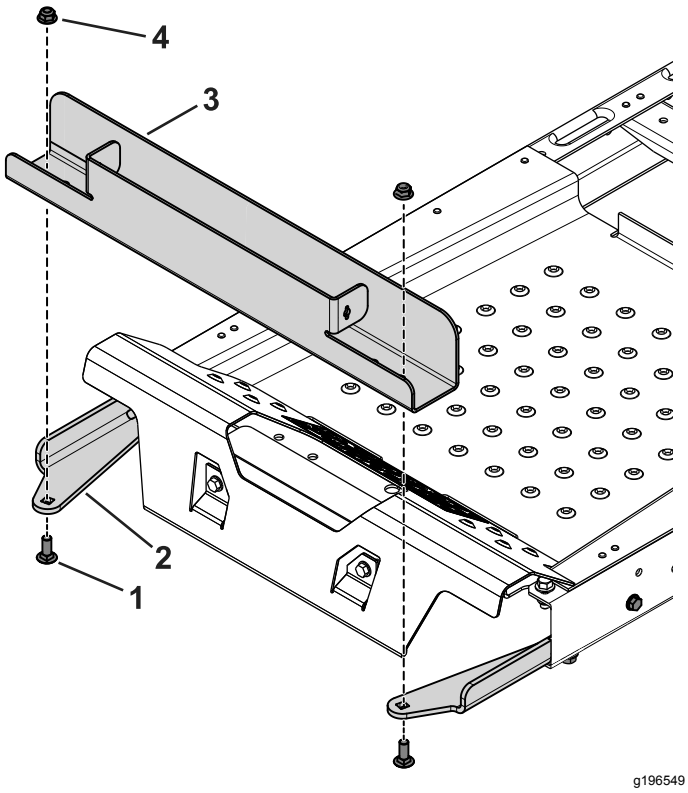

Bild 4
3. Befestigen Sie das Ballastfach mit den zwei Schlossschrauben (⅜" x 1") und Bundmuttern an den Befestigungen (Bild 4).